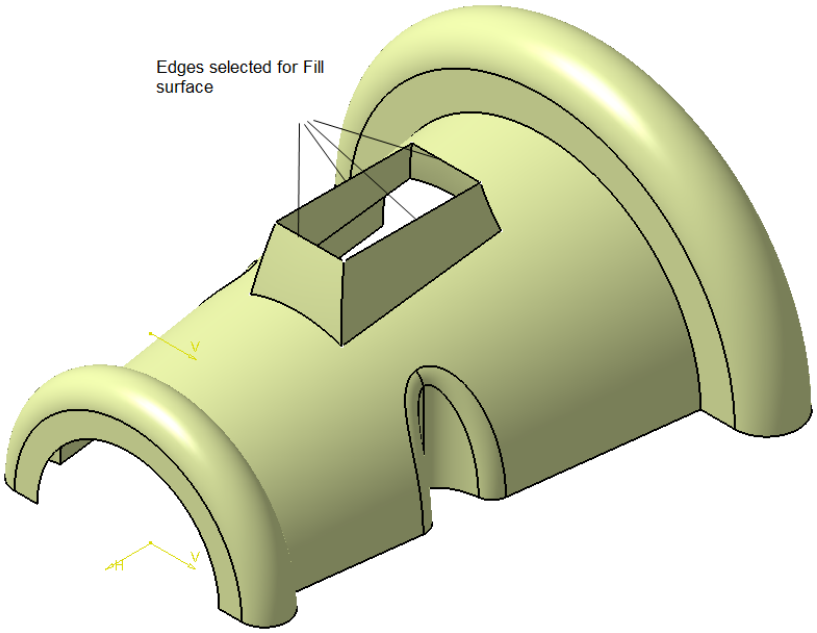

Figure 17-98 *Edges selected to create the fill surface*
2. Select the edges, as shown in Figure 17-98, to create the fill surface; the selected edges display a flag note for the closed counter in the graphics area.